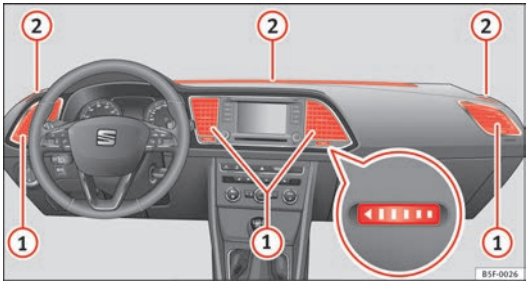

Fig. 88 On the dash panel: air vents
To ensure proper heating, cooling and ventilation in the vehicle interior, air vents ⇒ Fig. 88 (1) should remain open.